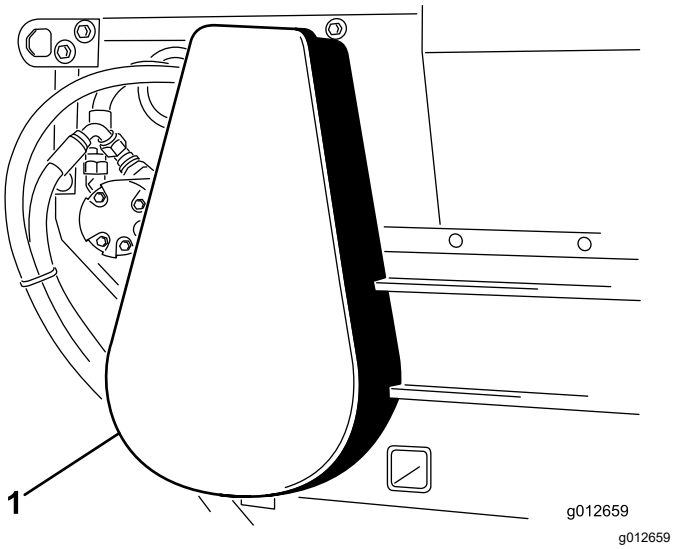

Figur 39
3. Montera kedjehuset (Figur 39).